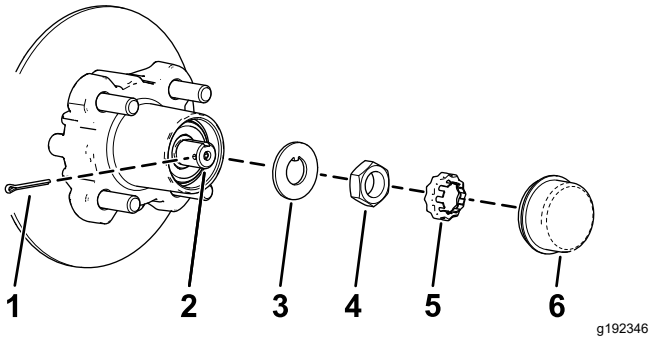
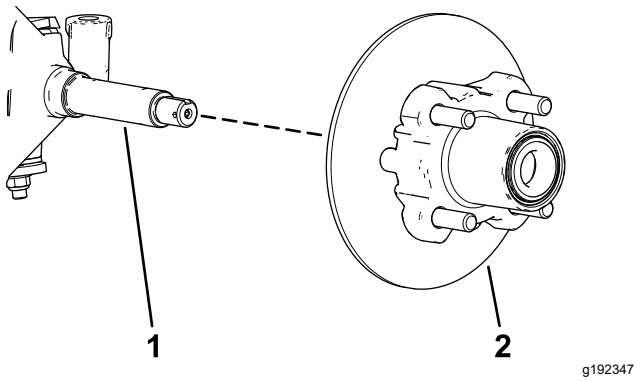

Bild 31
Bild 32
4. Nehmen Sie den Staubdeckel von der Radnabe ab (Bild 31).
5. Nehmen Sie den Splint und die Mutterbefestigung von der Spindel und der Spindelmutter ab (Bild 31).
6. Nehmen Sie die Spindelmutter von der Spindel ab und trennen die Radnabe und den Drehzylinder von der Spindel ab (Bild 31 und Bild 32).